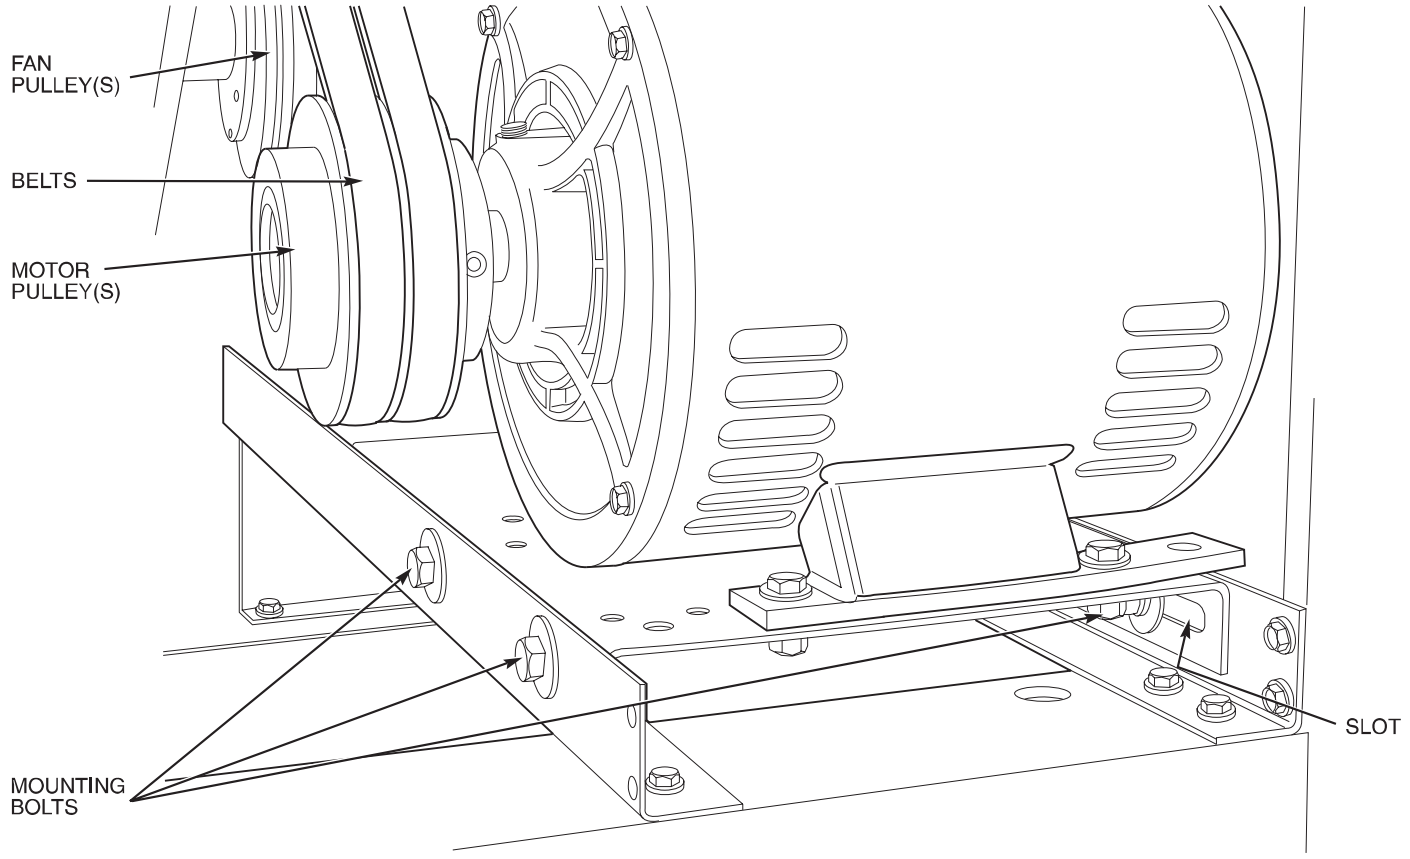

**Fig. 17 — Fan Motor Mounting**
**Fan Belts** Motor mounting plate and motor support angles are slotted to permit both vertical and horizontal adjustment. Adjust belt(s) for correct deflection by loosening motor plate mounting bolts, moving motor/plate assembly forward or back, and retightening bolts. Press down on belt with one finger midway between fan and motor pulleys to check deflection. For units with motor sizes up to and including 3.7 Hp (2.76 kW), correct deflection is $^{3}/_{16}$-in. (4.8 mm) For larger motor sizes, correct deflection is $^{1}/_{8}$-in. (3.2 mm). See Fig. 17.